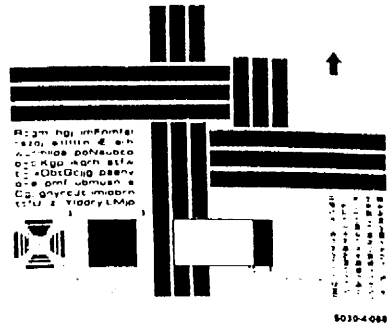

Рис.3. Проверка направления вращения барабана
6. (Рис.3): Проверить, что верхнее и нижнее сплошное пятно 1.00 (2) располагаются в одном и том же положении.